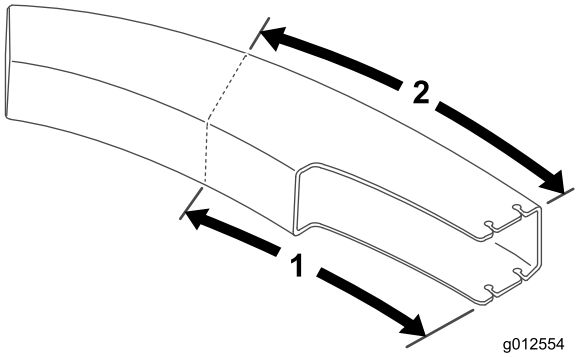

Figur 28
1. Använd måtten i Figur 28 och ett måttband till att markera utkastaren.